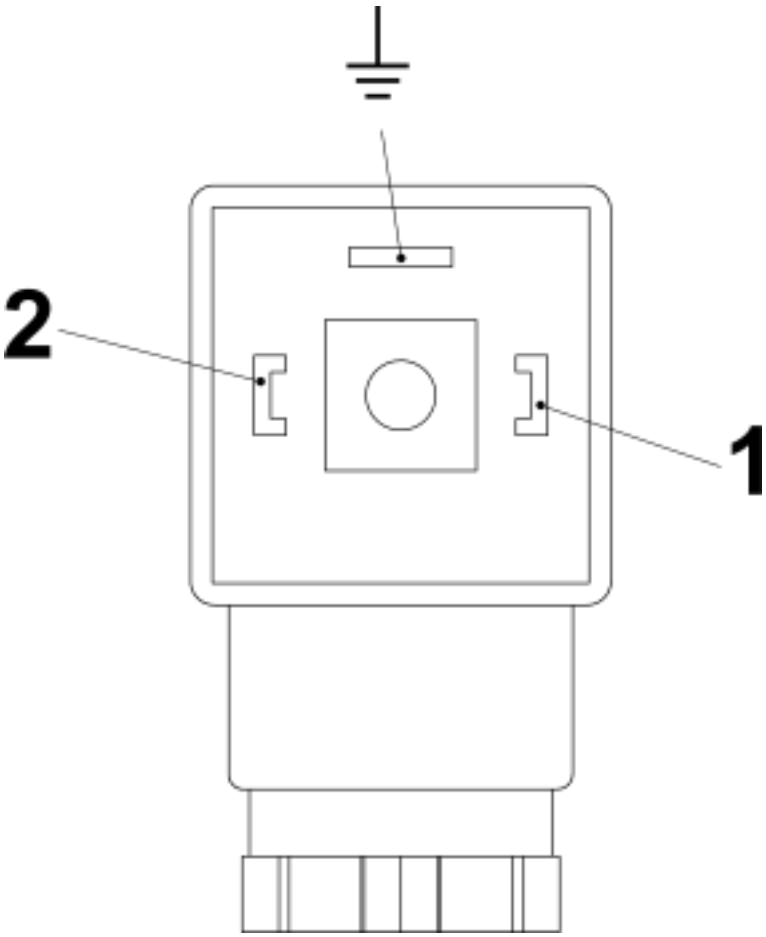
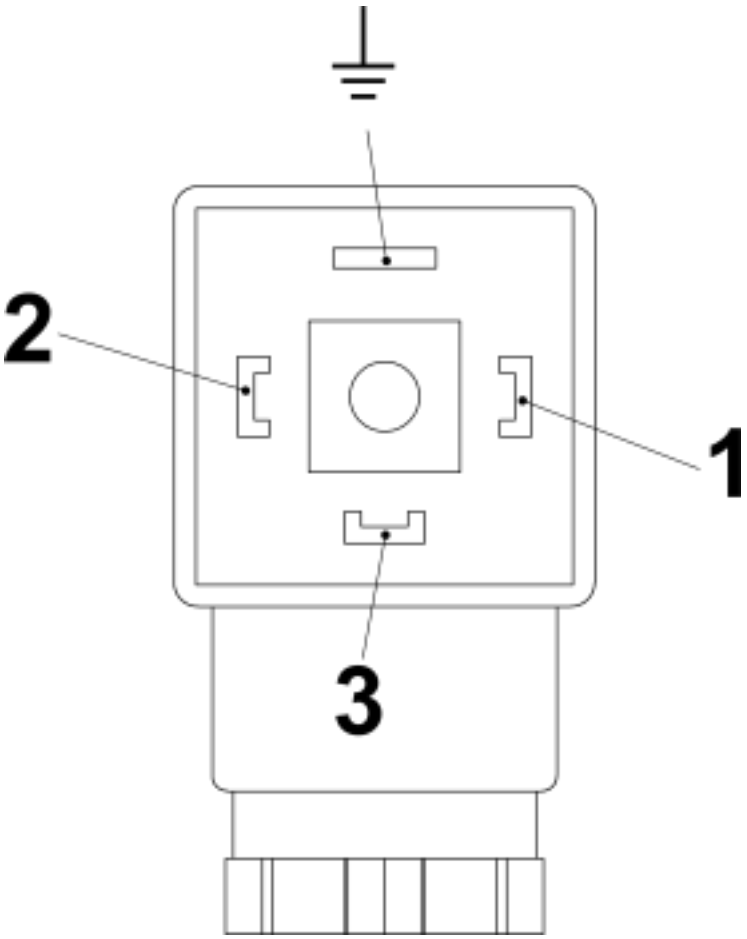

Fig. 31: Pin assignment, plug socket, normally-open contact (SG-30 with connector in compliance with EN175301-803)
Fig. 32: Pin assignment, plug socket, change-over contact (SG-30 with connector in compliance with EN175301-803)
6. Make the connections as shown in the connecting diagram (*Fig. 31* und *Fig. 32*)